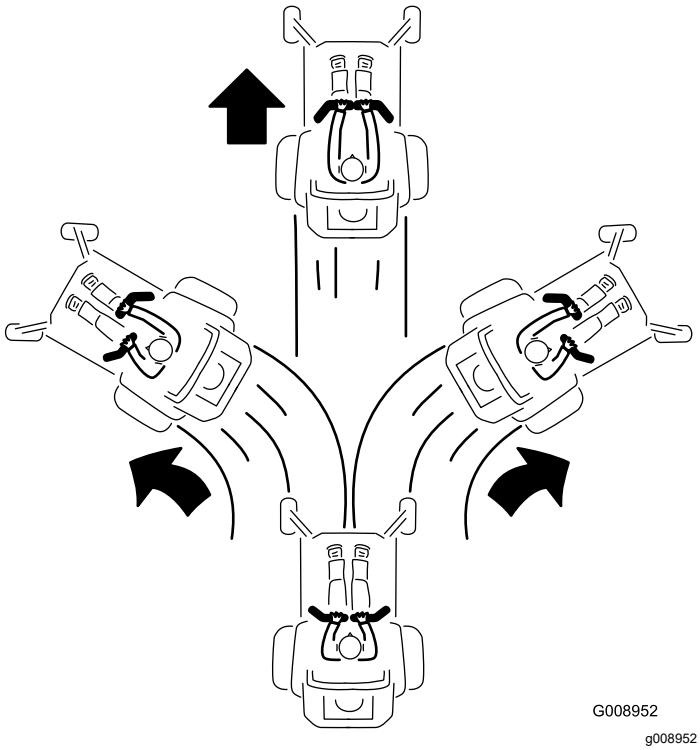

Figuur 26
3. Om vooruit te rijden, duwt u de rijhendels langzaam naar voren (Figuur 26).